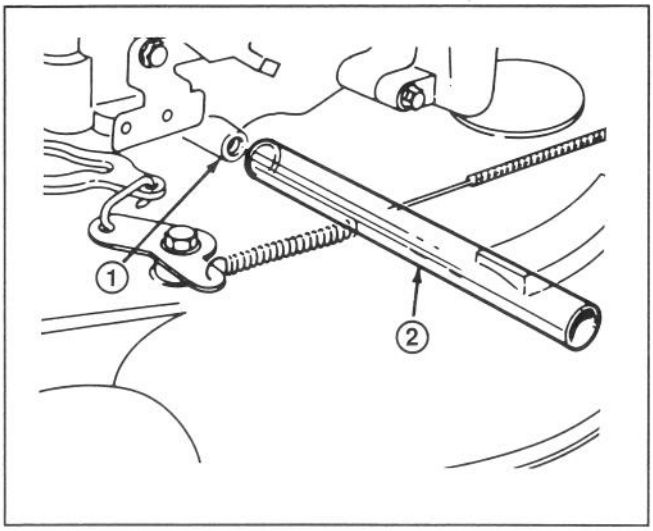

Figure 19
4. Insert oil drain tube over drain opening (Fig. 19). Lower mower allowing oil to drain into pan. Raise right side of mower until all oil has flowed into drain pan.